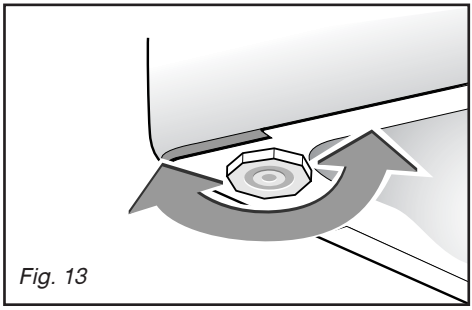

Fig. 13
– en fonction de la configuration du sol, vissez ou dévissez le ou les pieds pour le ou les régler en hauteur *(Fig. 13)*